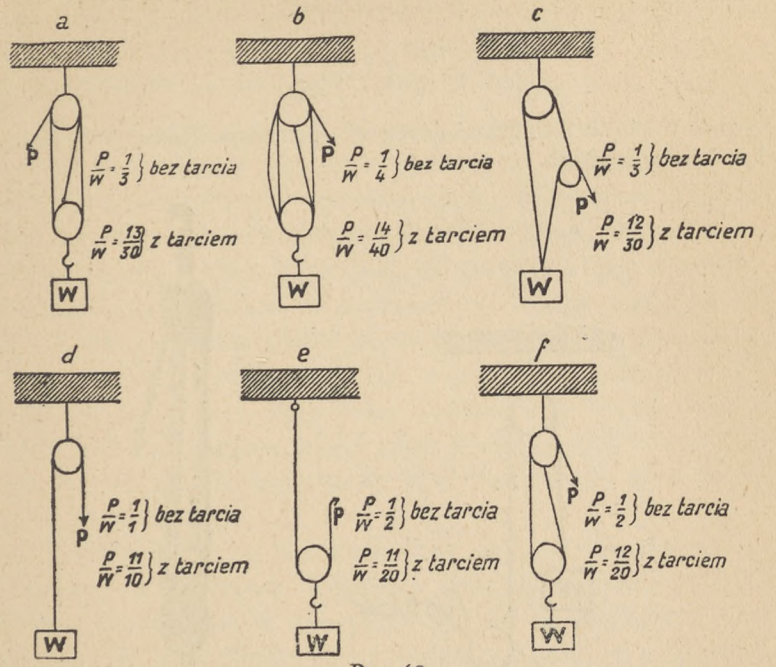

Rys. 68.
Na rys. 68 obok każdej kombinacji z bloków i lin mamy podane dwa równania. Górne równania wskazują stosunek siły (P), potrzebnej do podniesienia ciężaru, do tego ciężaru (W), by go zrównoważyć (nie uwzględniając tarcia w blokach, wobec tego, że cały układ jest w spoczynku). Łatwo spostrzec, że o stosunku tym